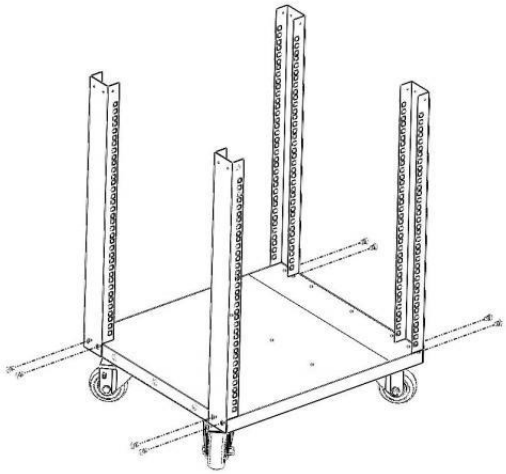

Figure 2
2. Align the corner support(③) with bottom panel(②), secure with 2pcs M5 assembly fix screws(⑦) by electrical screwdriver. then adopts same step to fix the rest of 3pcs Corner Support(③). See Figure 2.